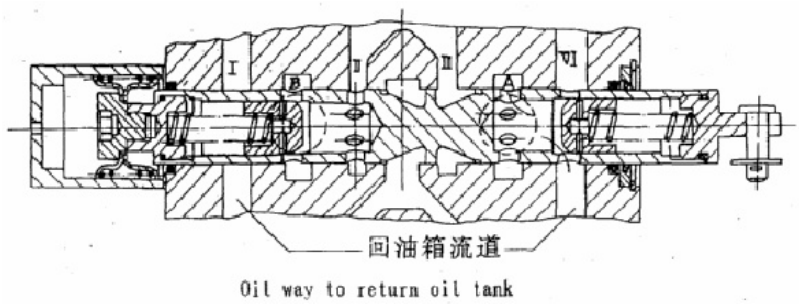

Fig. 3.7-3 The inclining position backward of slide valve for bucket
(2) Bucket incline backward (turn up) see fig. 3.7-3.